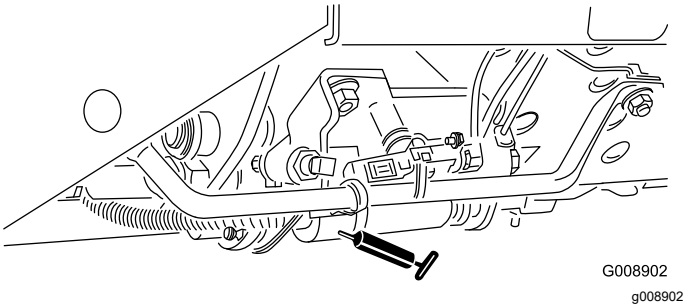

Figur 64
- Klippe/transportskyder (Figur 64)